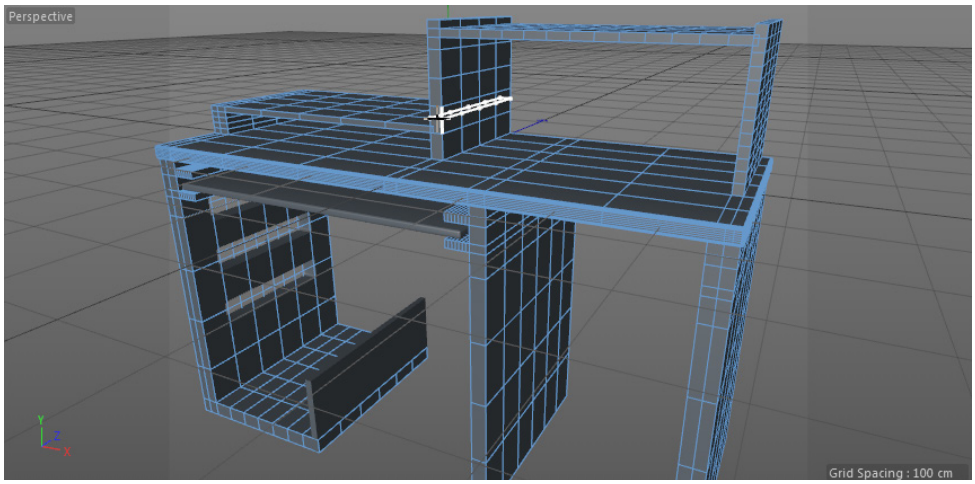
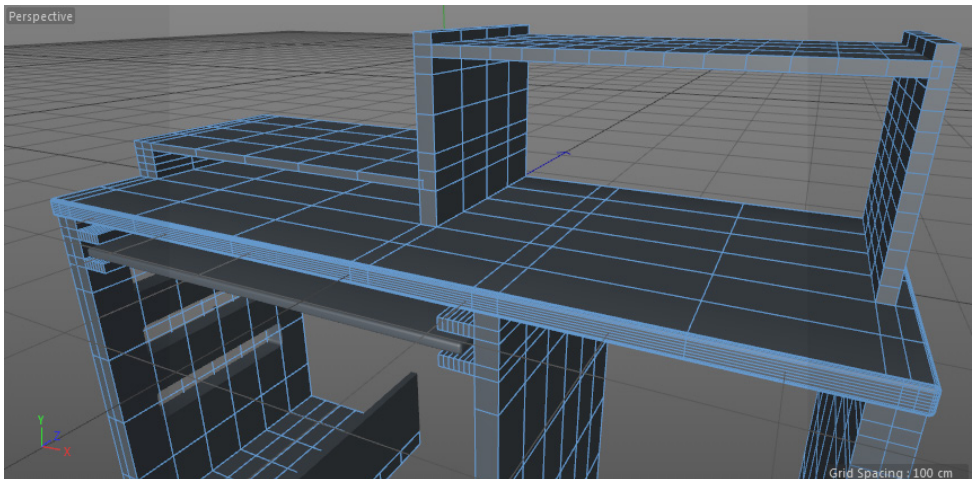

Figure 3-110 *Clicking on edge to create a new edge loop*
Figure 3-111 *The new edge loop added to the Computer table*
12. Make sure the **Enable Snap** tool is deactivated in the Modes Palette. Next, click to create an edge loop, refer to Figure 3-110; a new edge loop is added to *Computer table*. Again, create an edge loop using the **Loop/Path Cut** tool, refer to Figure 3-111.